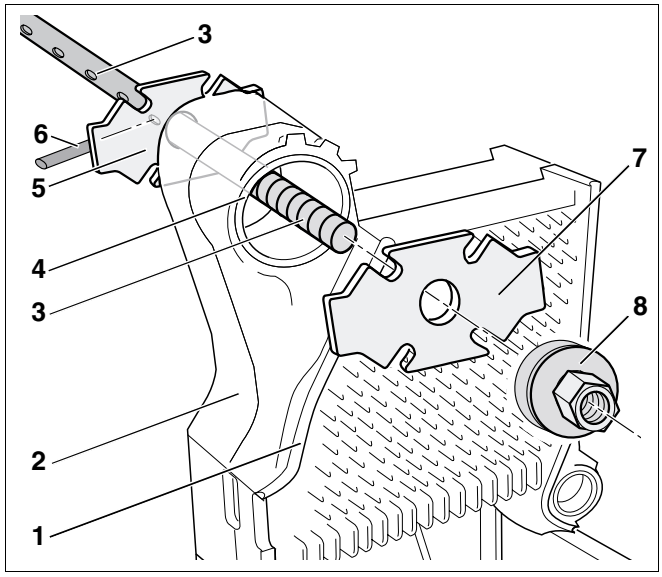
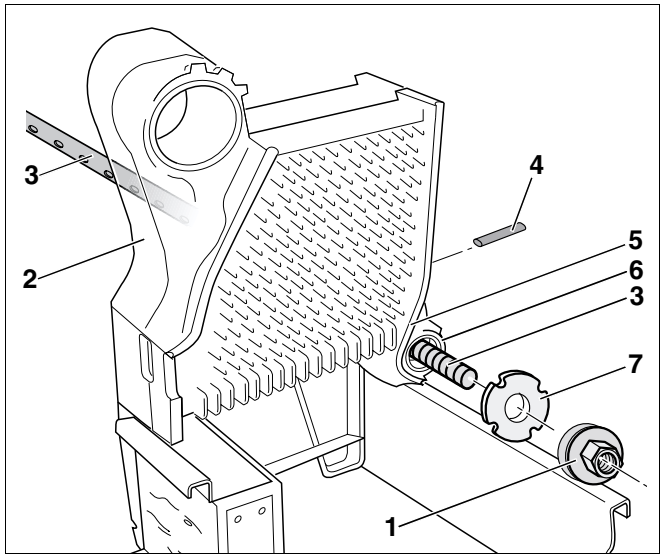
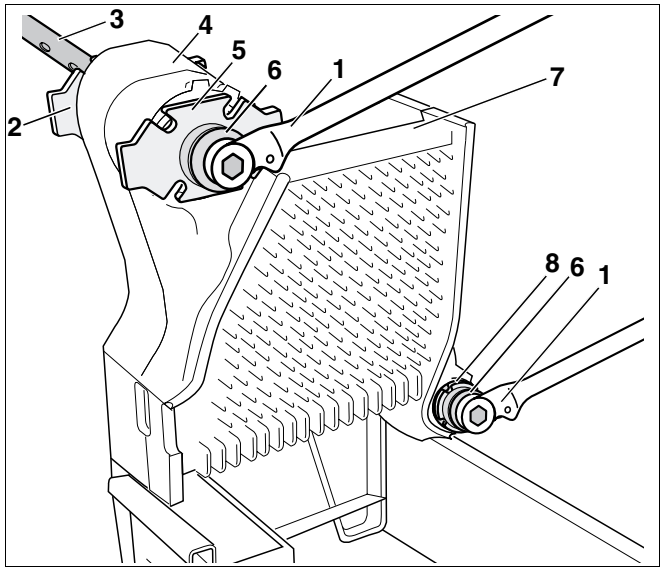
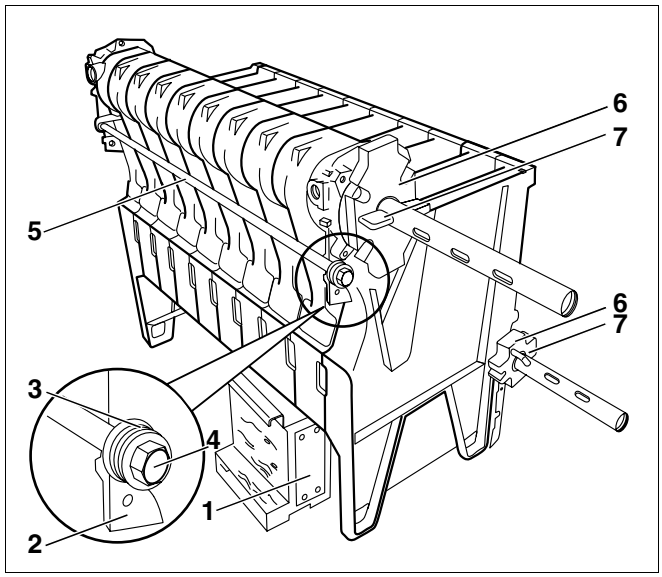

Рис. 16 Верхняя ступица котла
Рис. 17 Нижняя ступица котла
Рис. 18 Котел, вид сзади
Рис. 19 Установка анкерных штанг – расположение тарельчатых пружин
- Продеть стягивающие штанги (рис. 16 и рис. 17, **поз. 3**) через верхнюю и нижнюю ступицы (рис. 16, **поз. 4** и рис. 17, **поз. 6**) котлового блока.
Попадание дополнительного фланца (рис. 16, **поз. 7**) во время стягивания на паз для уплотнения средней секции (рис. 16, **поз. 1**) может привести к образованию неплотностей в соединении.
- Следите за тем, чтобы дополнительный фланец (рис. 16, **поз. 7**) ровно прилегал к ступице котла.
- Надеть дополнительный фланец (рис. 16, **поз. 7**) на штангу (рис. 16, **поз. 3**) верхней ступицы котла (рис. 16, **поз. 4**).
- Надеть контрфланец (рис. 16, **поз. 5**) на штангу (рис. 16, **поз. 3**) верхней ступицы (рис. 18, **поз. 4**) и застопорить прилагающимся клином (рис. 16, **поз. 6**) (см. рис. 19, стр. 21).
- Накрутить стяжную гайку (рис. 16, **поз. 8**) на резьбу штанги (рис. 16, **поз. 3**).
- Надеть дополнительный фланец (рис. 17, **поз. 7**) на штангу (рис. 17, **поз. 3**) нижней ступицы котла (рис. 17, **поз. 6**).
- Надеть контрфланец на нижнюю ступицу котла (рис. 17, **поз. 6**) и застопорить клином (рис. 17, **поз. 4**) (см. рис. 19, стр. 21).
- Накрутить стяжную гайку (рис. 17, **поз. 1**) на резьбу штанги (рис. 17, **поз. 3**).
- Надеть на стяжные гайки (рис. 18, **поз. 6**) ключи с трещоткой (рис. 18, **поз. 1**) и равномерно стянуть секции котла.
- Равномерно распределить тарельчатые пружины (рис. 19, **поз. 3**).
- Вставить анкерную штангу (рис. 19, **поз. 5**) с тарельчатыми пружинами (рис. 19, **поз. 3**) в литые выступы (рис. 19, **поз. 2**).
- Закрутить от руки гайку (рис. 19, **поз. 4**) на резьбу анкерной штанги (рис. 19, **поз. 5**) так, чтобы поверхности тарельчатых пружин прилегали к литым выступам.
- Затем затянуть гайки (рис. 19, **поз. 4**) справа и слева на анкерной штанге (рис. 19, **поз. 5**) на 1 - 1½ оборота (M10: 15 Нм; M16: 25 Нм).
- Убрать монтажное приспособление (рис. 19, **поз. 1**, стр. 21).